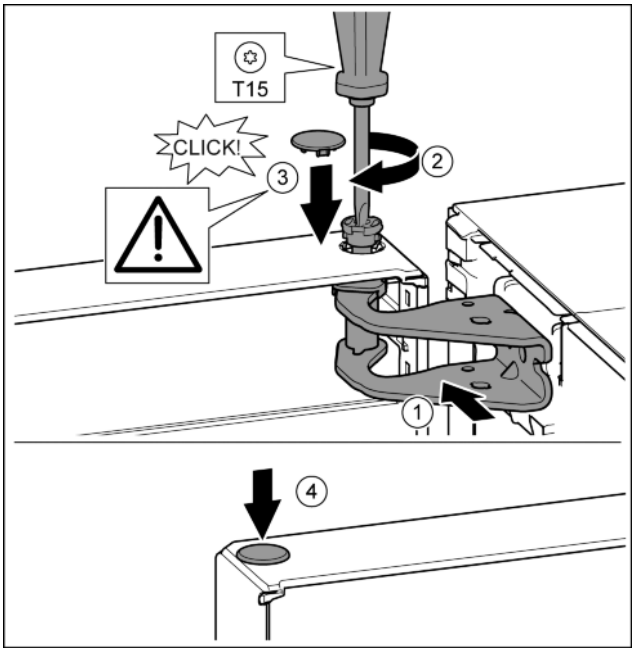

Fig. 20
- ▶ Orienter la porte en haut pour l'ouverture dans le support de palier. *Fig. 20 (1)*
- ▶ Poser le boulon et le visser avec un tournevis T15. *Fig. 20 (2)*
- ▶ Monter le cache de sécurité pour sécuriser la porte : Mettre en place le cache de sécurité et vérifier qu'il repose sur la porte. Sinon, enfoncer à fond le boulon. *Fig. 20 (3)*
- ▶ Mettre le bouchon en place. *Fig. 20 (4)*